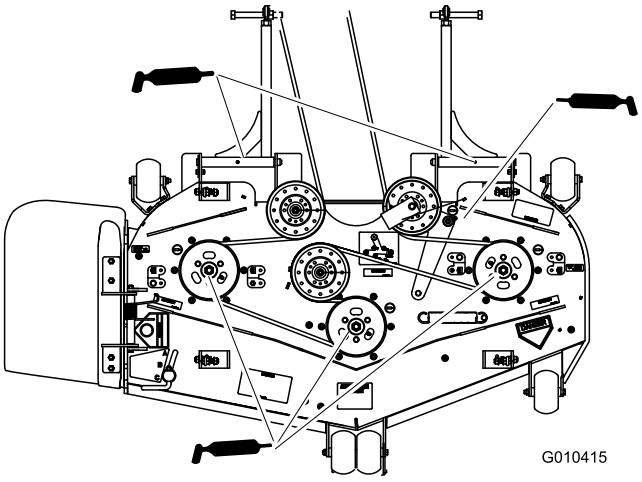

Figur 37
4. Smörj de tre spindellagren tills smörjfett tränger ut ur de nedre tätningarna (Figur 37).
5. Smörj mellandrevsarmen på klippdäcket (Figur 37).
6. Smörj nipplarna på skjutarmarna (Figur 37).